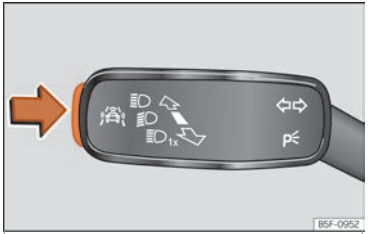

Fig. 138 On the turn light and main beam lever: key for driver assistance systems.
- Briefly press the button ››› Fig. 138 in the direction of the arrow to open the menu **Assistance systems**.